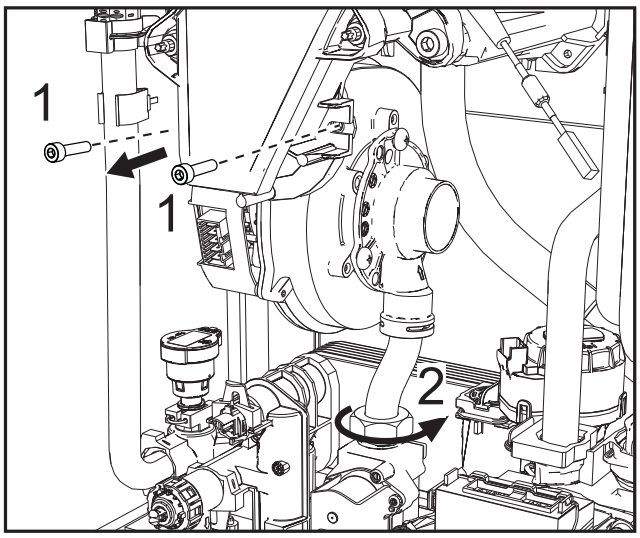

рис. 53
- Снимите трубку Вентури (рис.53).